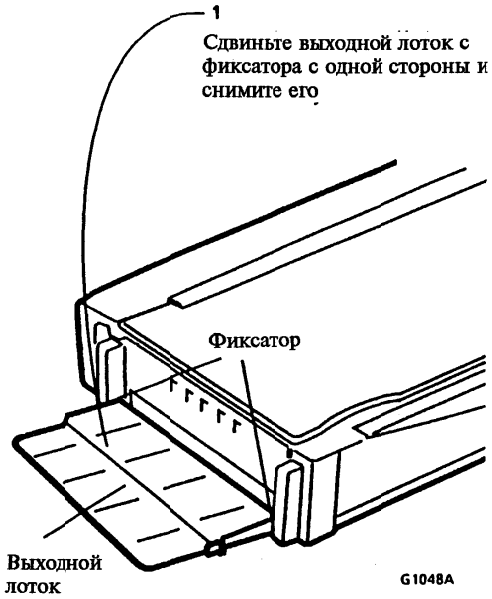

Рисунок 3. Снятие выходного лотка
1. (Рисунок 3): Снимите выходной лоток.